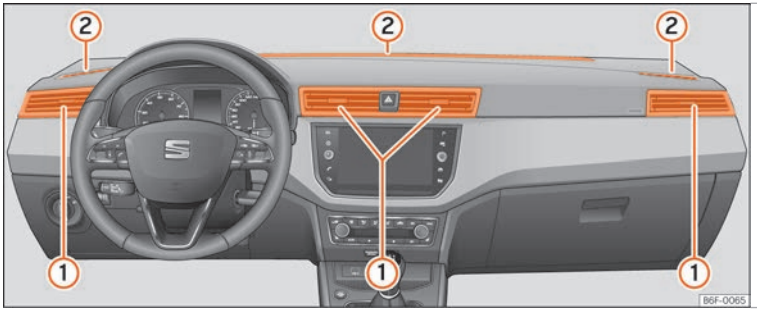

Fig. 169 Difusores de saída do ar.
Para assegurar o aquecimento, refrigeração e ventilação dentro do habitáculo, os difusores de saída do ar ››› Fig. 169 (1) devem permanecer abertos.